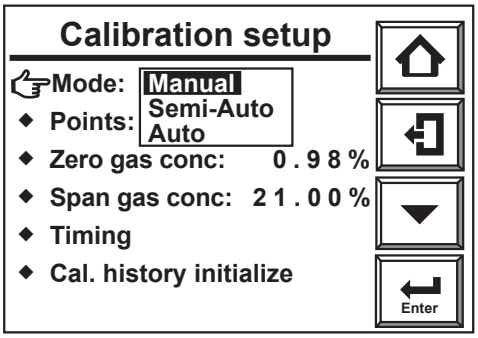

Figure 9.4 Calibration mode setting
2) From the [Maintenance] display, select [Calibration setup] then [Mode] and you can select Manual, Semi-Auto, or Auto in the selection pulldown that appears. (Figure 9.4).